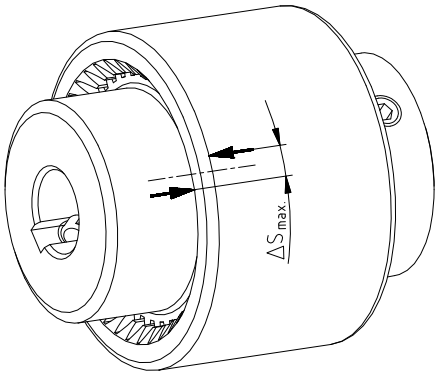

rysunek 13: oznaczanie tuleji oraz piasty
- Oznaczyć tuleję oraz piastę (patrz rysunek 13).